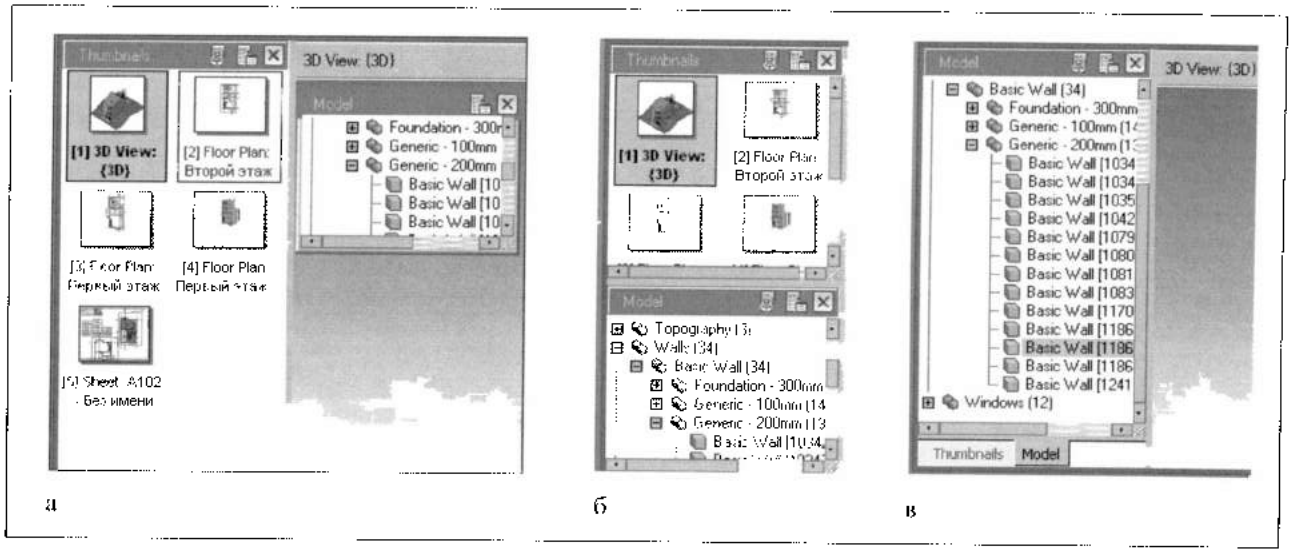

Рис. 30.6. *Группирование панелей*
Панели, находящиеся в закрепленном развернутом или в открепленном состоянии (рис. 30.6,а), можно группировать, последовательно перетаскивая за заголовок несколько панелей на одну панель. При этом возможны два варианта группирования в зависимости от конечной точки перетаскивания.
- *Конечная точка перетаскивания внутри панели цели*: панели выстраиваются в ряд по вертикали или горизонтали, не перекрывая друг друга (рис. 30.6,б). Если содержимое панели не умещается на панели, на ней формируются полосы прокрутки. Чтобы вывести из группы какую-либо панель, сделать двойной щелчок на ее заголовке или стащить панель внутрь окна, ухватившись за заголовок.
- *Конечная точка перетаскивания на заголовке панели цели*: панели размещаются одна под одной, и для их выбора в нижней части панели формируется линейка с кнопками для выбора панелей в группе (рис. 30.6,в). Чтобы вывести из группы какую-либо панель, сделать двойной щелчок на кнопке с ее именем, расположенной в нижней части активной панели.